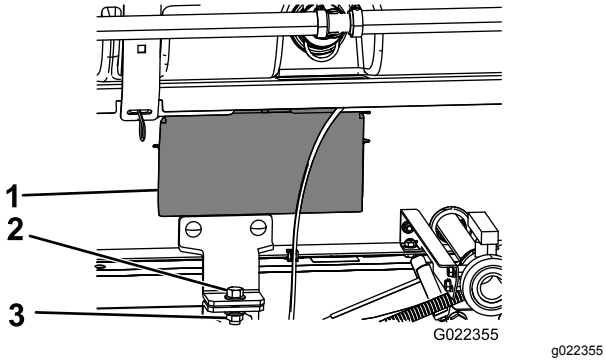

Figur 26
5. Fjern adgangspanelerne fra begge sider af platformens stel (Figur 26).
8. Fastgør tankplatformens tilholderbeslag på ladbeslaget på stellet på begge sider af maskinen med en bolt (½" x 1½") og en låsemøtrik (½") som vist i Figur 26.